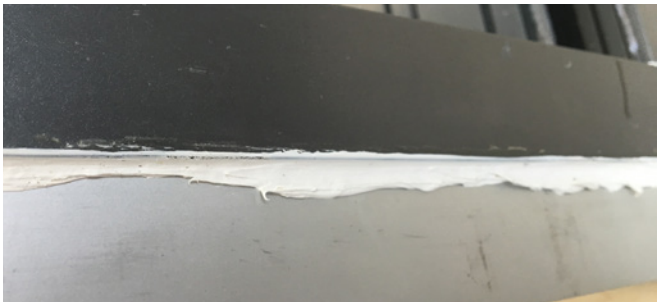

Figure 6
12. Once Sill Pan is in place, it is time to tool any sealant "squeeze out" that may have been pushed out from under the Sill Pan. Apply a fillet bead of sealant into all voids at the Sill Pan/Sill flashing juncture, similar to what you experience when setting the frame on top of the Rigid Sill Pan. See **Figure 6**.